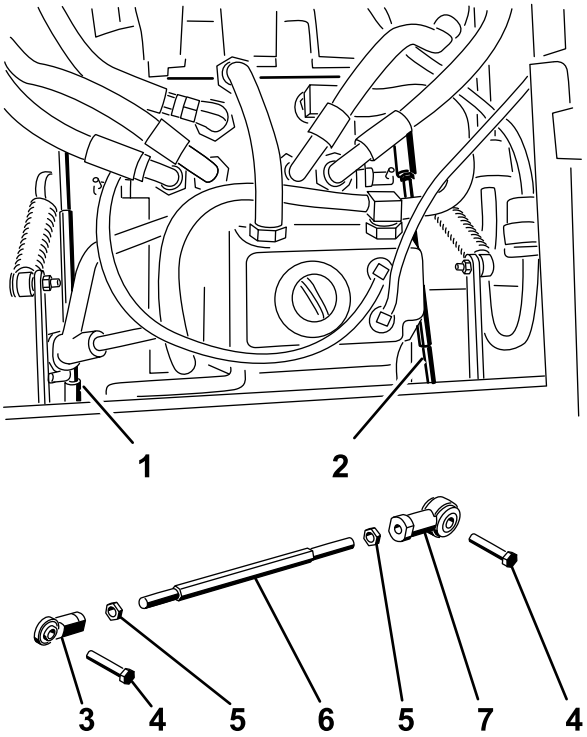

**Figuur 90**
6. U stelt de lengte van de pompstang aan een kant af door de zeskantige as in de juiste richting te draaien, totdat het corresponderende wiel stilstaat of iets achteruit kruipt (Figuur 90).